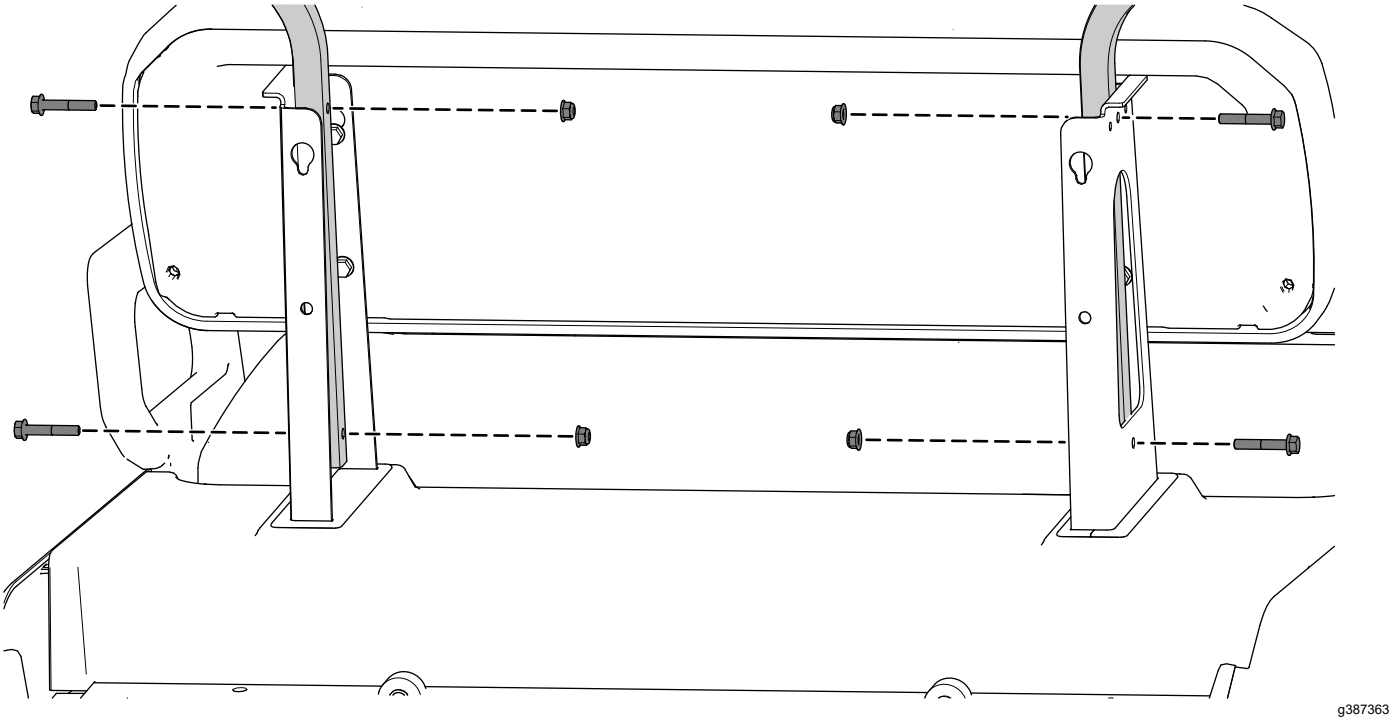

Figuur 3
3. Bevestig losjes het onderste gedeelte van de achterste linker en rechter framebuizen met 4 flenskopbouten (5/16" x 1¾") en 4 borgmoeren (5/16") zoals getoond in Figuur 3.